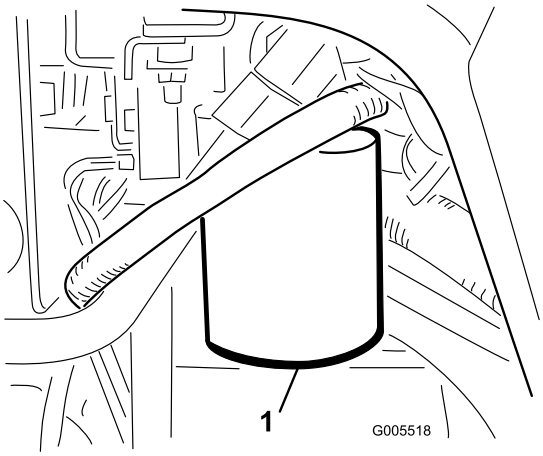

Figur 57
1. Rengör runt området där filtret monteras (Figur 57). Ställ ett avtappningskärl under filtret och ta bort filtret.